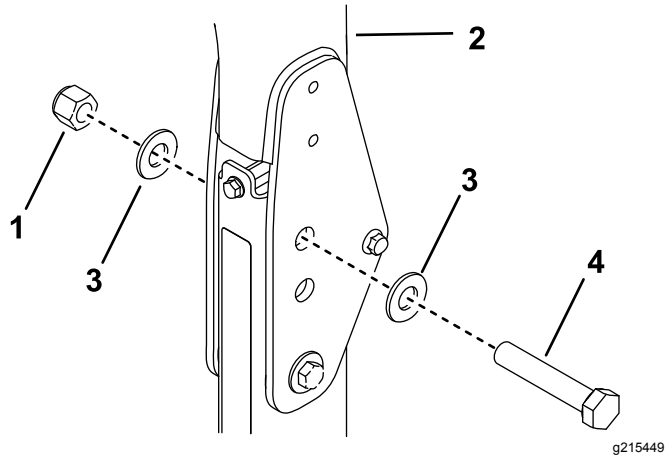

Figur 26
B. Sæt en spændeskive (13/16 x 1-1/2 tommer) på hver bolt (3/4 x 4 tommer) som vist i Figur 26.
C. Fatgør boltene og spændeskiverne i de huller, hvor tapperne blev fjernet (Figur 26).
D. Fastgør endnu en spændeskive på hver bolt, og fastgør den med en møtrik (3/4 tomme) som vist i Figur 26.